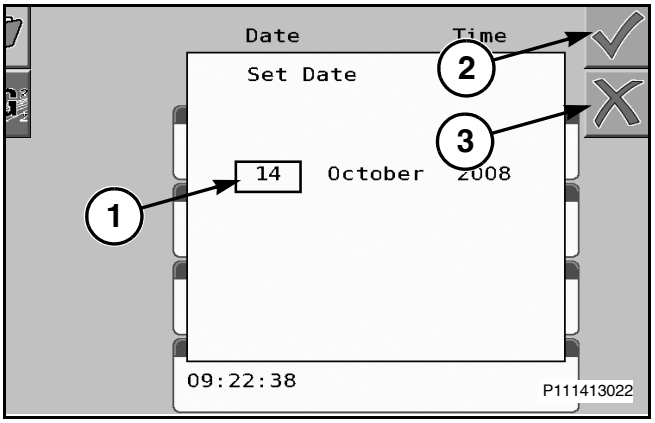

Рис. 80
Рис. 80: Настройте дату путем нажатия кнопки колеса прокрутки, чтобы активировать ячейку дня (1), а затем перейдите к нужному дню месяца. Нажмите кнопку колеса прокрутки, чтобы перейти к ячейке месяца, затем выберите нужный месяц года. Нажмите кнопку колеса прокрутки, чтобы перейти к ячейке года, затем выберите нужное значение года. Нажмите кнопку колеса прокрутки или кнопку рядом с меткой выбора (2), чтобы принять настройку. Чтобы отменить выбор, нажмите кнопку рядом со значком X (3).